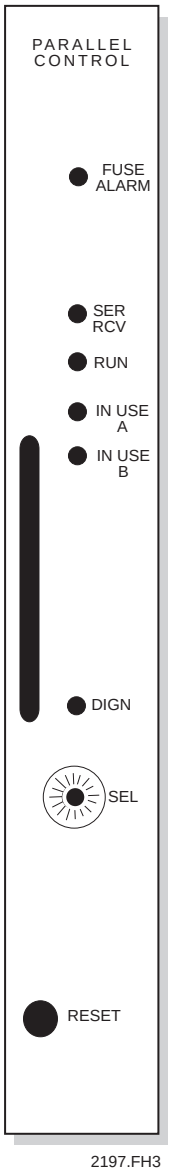

***Figure 5-31. Parallel Control Processor Front Panel***
***Front Panel Controls and Indicators.*** The front panel is illustrated in **Figure 5-31**. **Table 5-22** defines the control and indicator functions.